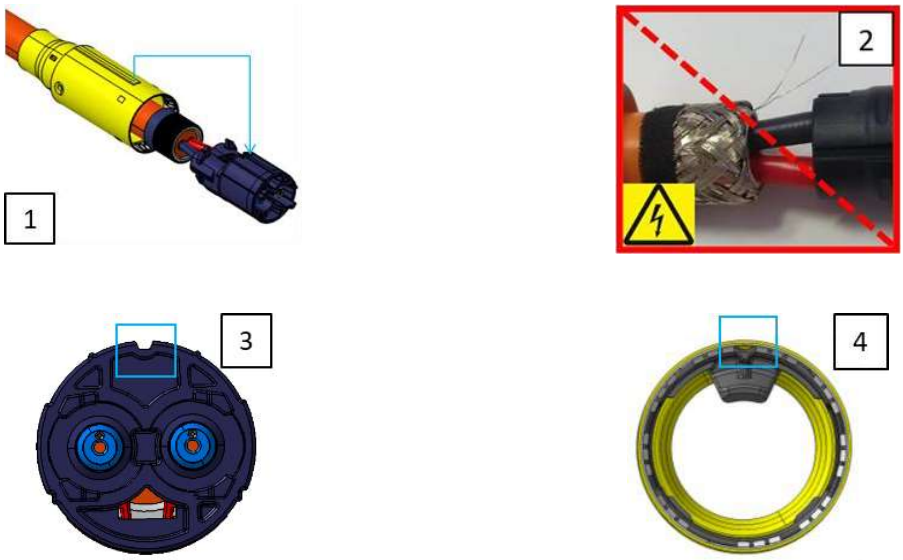

Bild 44: (1) Montage Schirmhülse, (2) Warnhinweis, (3) Polarisierung Kontakttäger, (4) Polarisierung Schirmhülse
a) Der Kontakttäger inkl. Stiftkontakte muss lageorientiert (siehe Bild 44 [1]+[3]) aufgenommen werden.